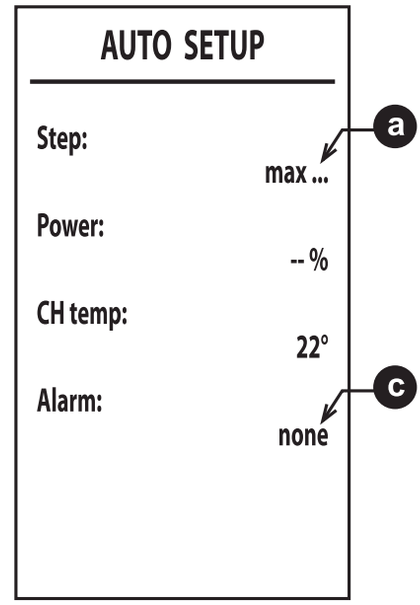

Рис. 40
6. После розжига горелка устанавливается на различные мощности (max, med, min – макс., средн., мин.), показываемые в точке a (рис. 40).
8. Если последовательность розжига, описанная в пункте **«6»**, не дала положительных результатов, появляется сообщение **max_err** в точке a и код ошибки в точке c (рис. 40).